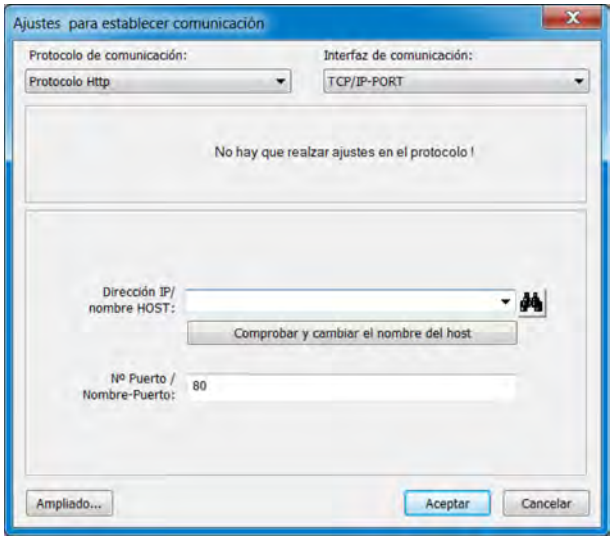

Fig. 115: Ajustes de establecimiento de la comunicación
3. Efectúe los ajustes del protocolo y la interfaz y haga clic en «Aceptar». Si es necesario, antes haga clic en el botón «Avanzado...» para efectuar ajustes avanzados de comunicación. (Véase Fig. 115 .)